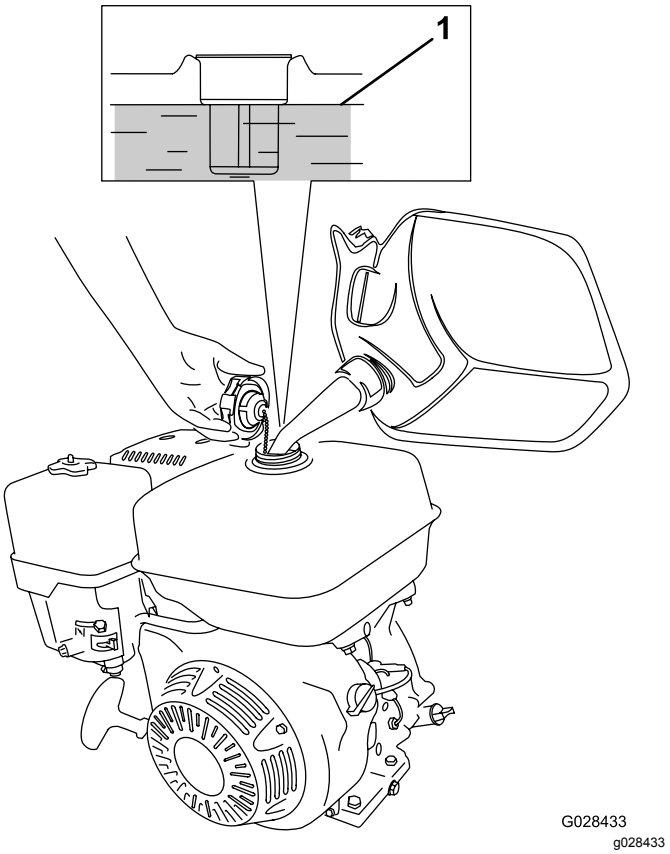

Figure 16
1. Nettoyez la surface autour du bouchon du réservoir de carburant et enlevez le bouchon (Figure 16).